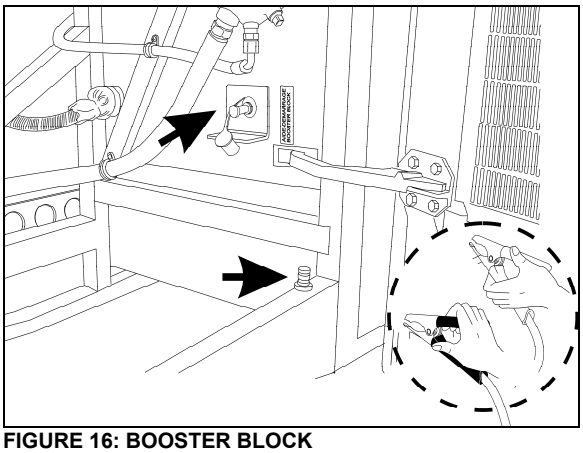

FIGURE 16: BOOSTER BLOCK
1. Connect one end of one red jumper cable to the positive (+) terminal of the booster power source and the other end to the positive (+) post of the booster power block, located on the R.H. side of the engine compartment (**FIGURE 16**).